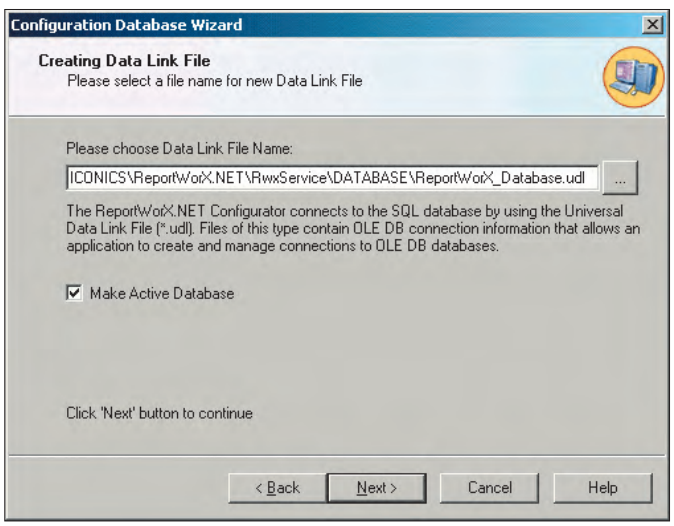

Рис. 4. Создание файла .udl (Universal Data Link) и активизация новой базы данных
5. Конфигуратор ReportWorX.NET использует файлы .udl (Universal Data Link) для связи с базами данных Microsoft SQL Server. Эти файлы содержат информацию о соединении OLEDB, которая позволяет конфигуратору создавать соединения и управлять ими. Имя файла .udl формируется автоматически в соответствии с именем базы данных SQL Server, как показано на рис. 4. Флажок **Make Database Active** (Сделать базу данных активной) по умолчанию для новой базы установлен — служба ReportWorX.NET при старте загружает данные именно из активной базы. В дальнейшем можно переключать этот параметр с помощью пункта **Make Active...** из меню File. При выборе конфигурационной базы, уже имеющей статус активной, этот пункт меню будет помечен как недоступный.